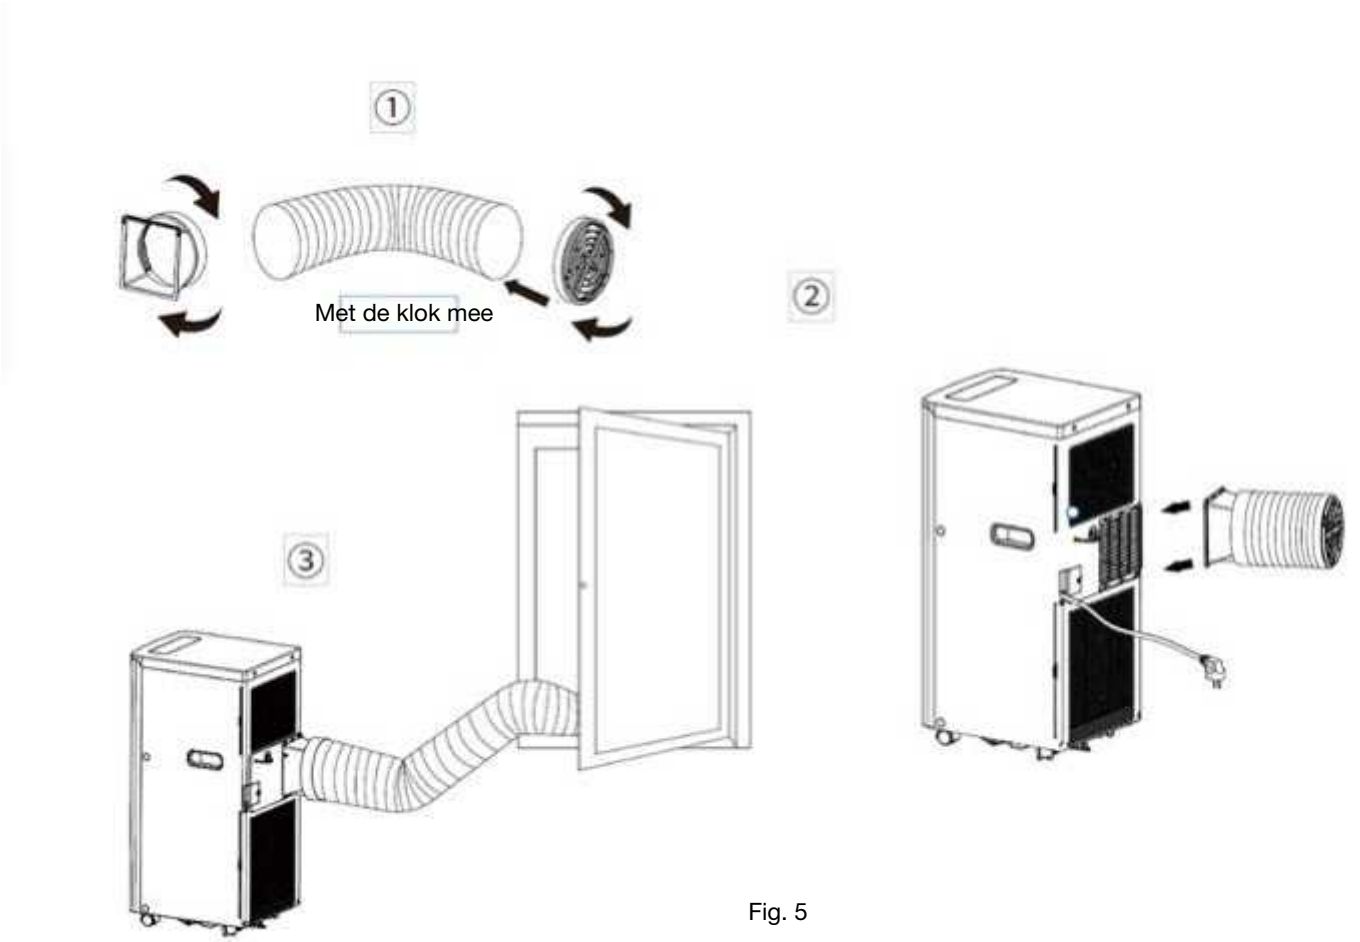

Fig. 5
3. Plaats het andere uiteinde van de uitlaatslang in de nabijgelegen vensterbank (zie Afb.5).